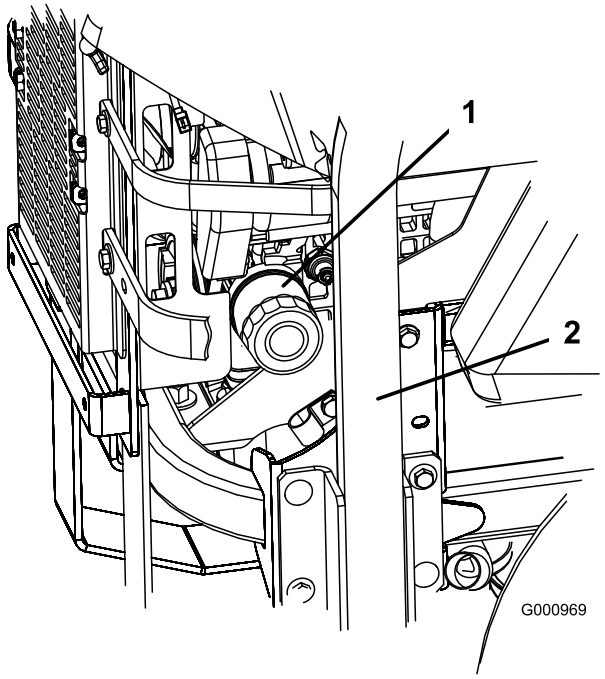
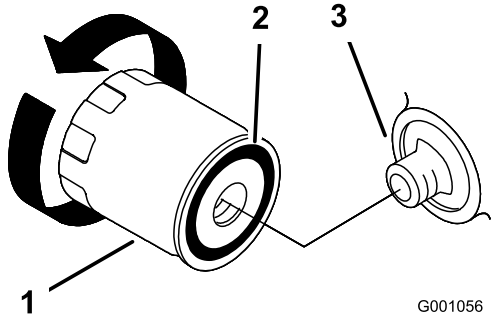

Figuur 39
Figuur 40
2. Draai het filter naar links om het te verwijderen (Figuur 39 en Figuur 40).